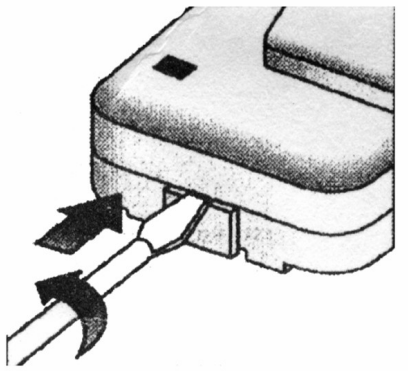

Рисунок 3
6.2.3.1 Снимите верхнюю крышку. Для снятия верхней крышки необходимо аккуратно нажать и повернуть отверткой в отверстии с правой боковой стороны сигнализатора (рисунок 3).
1) Открыть корпус, аккуратно нажав и повернув отверткой в отверстии с правой боковой стороны сигнализатора (рисунок 3).